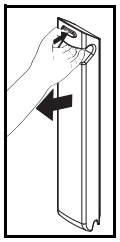

Fig. 3
4) Quando le batterie sono completamente cariche, rimuovere il gruppo batterie dal caricabatteria. A questo scopo, premere il pulsante rosso e tirare verso di sé il gruppo batterie (vedere Fig. 3). Il LED rimane verde per indicare che il caricabatteria è acceso.